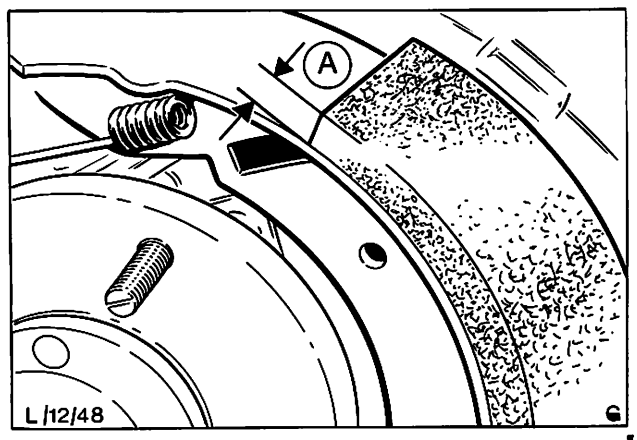

Abb. 16 Belagabnutzung der Hinterradbremse
2. Zustand der Beläge überprüfen. Die Mindestbelagdicke soll 1,5 mm betragen, Abb. 16.
3. Zustand der Bremsbeläge prüfen. Die Mindestbelagdicke beträgt 1,5 mm, Abb. 16 „A".